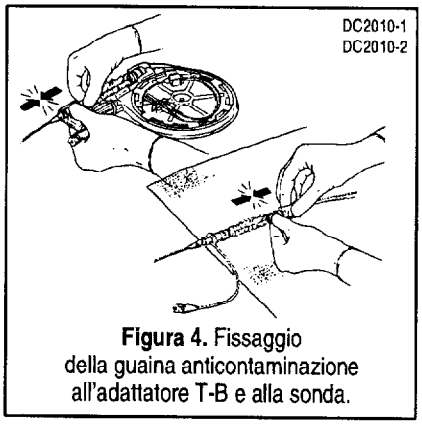

Figura 4. Fissaggio della guaina anticontaminazione all'adattatore T-B e alla sonda.
5. Fissare l'estremità distale della guaina anticontaminazione della sonda all'adattatore T-B. Togliere la sonda e l'adattatore T-B dal contenitore e per mantenere sterile la sonda, collegare l'altra estremità della guaina all'estremità prossimale della sonda (Figura 4).